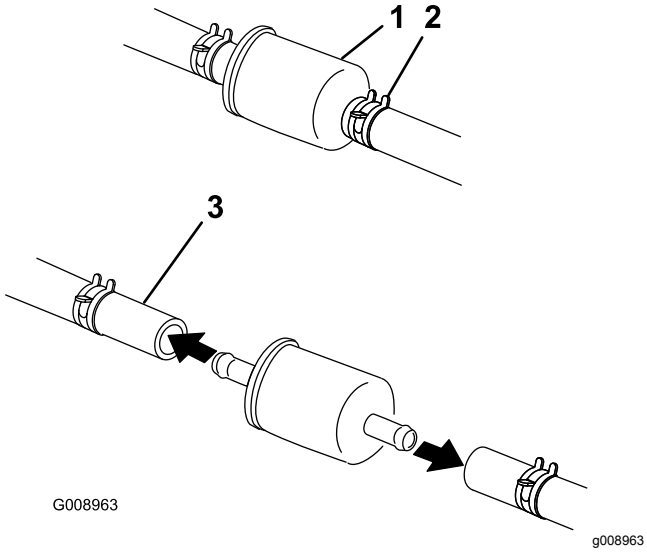

Figur 60
5. Klem slangeklemmernes ender sammen, og skub dem væk fra filteret (Figur 60).
7. Monter et nyt filter, og flyt slangeklemmerne hen til filteret (Figur 60).